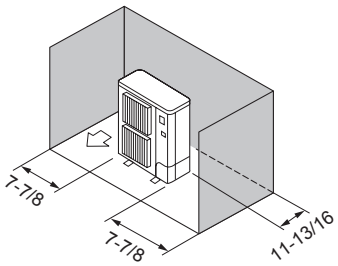

Fig. 3-7
③ Obstacles uniquement à l’arrière et sur les côtés (Fig. 3-7)